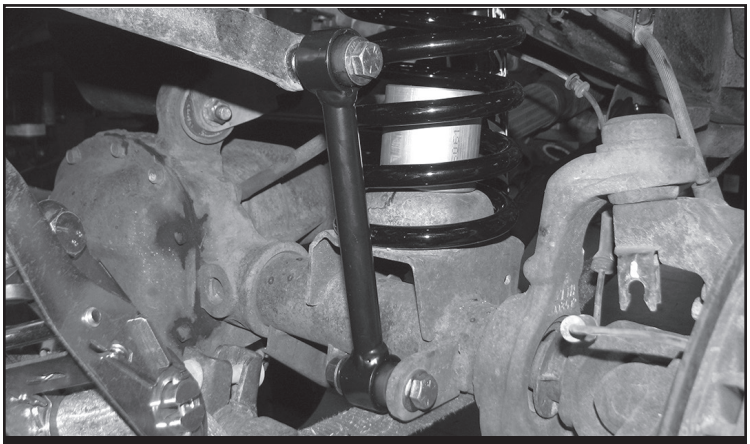

FIGURE 6 - STEP 7
7. Install the bushings and sleeve into the new Fabtech sway bar endlinks. Install using the supplied 1/2-20 X 2-3/4” bolt and hardware for the upper mount and the factory hardware for the lower mount. Torque to 127 ft-lbs **SEE FIGURE 6**